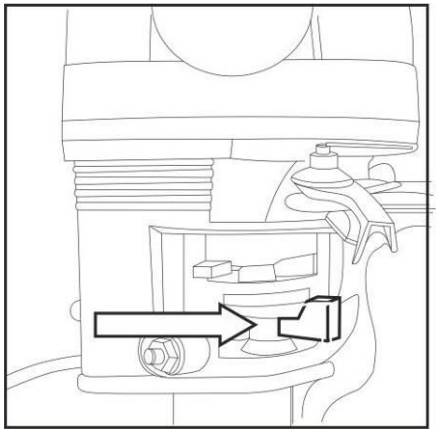

Рис. 7
3. Откройте топливный кран. Для этого рычаг топливного крана (Рис.7) установите в крайнее правое положение.